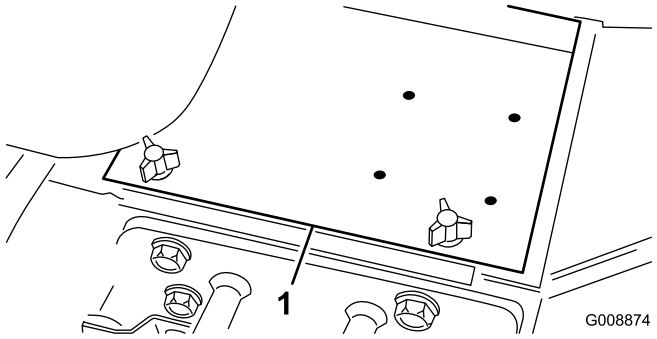

Figur 3
2. Fjern batteridækslet (Figur 3).